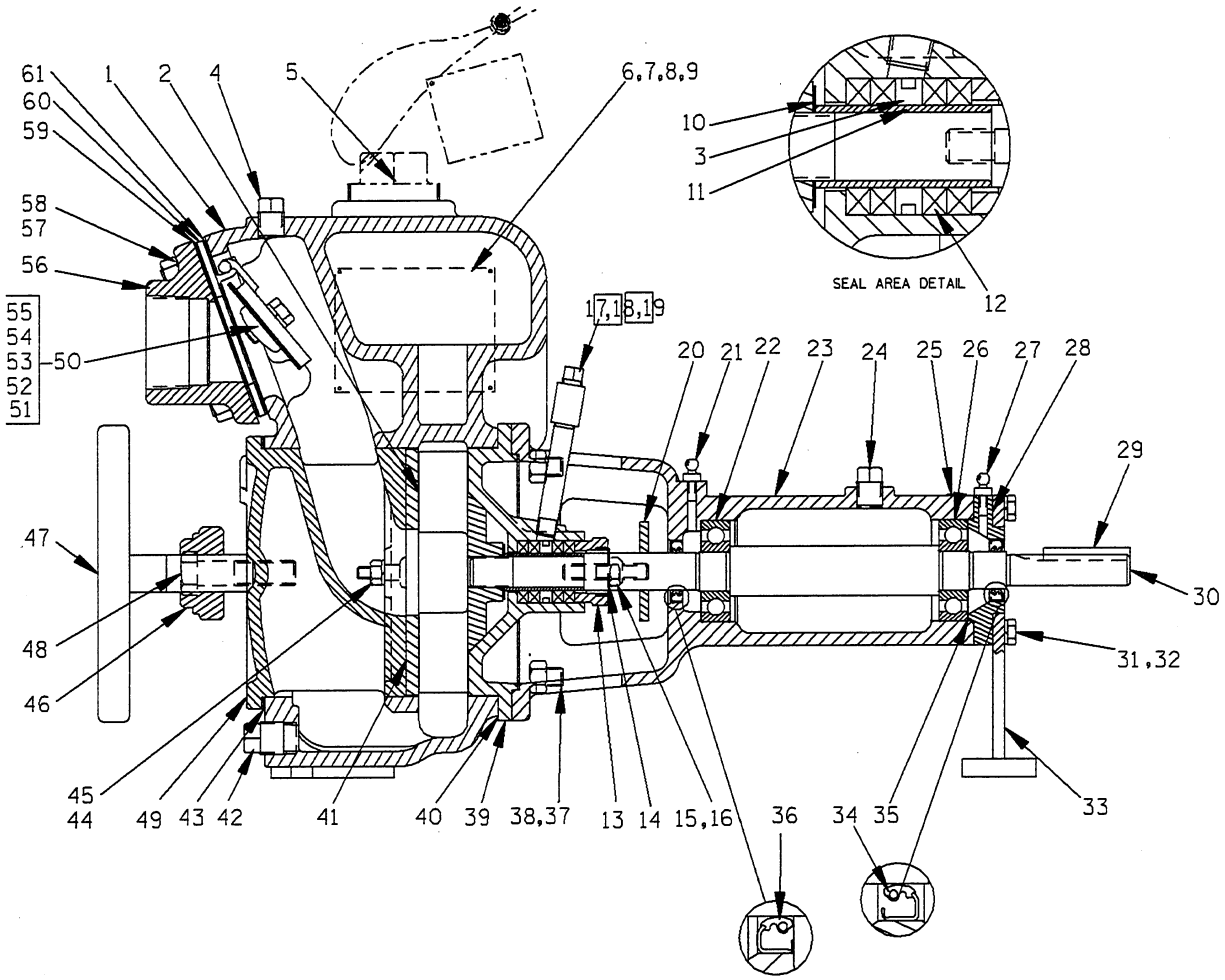

Figure 1. Pump Model 11 1/2A10–B
This pump requires little service due to its rugged, minimum-maintenance design. However, if it becomes necessary to inspect or replace the wearing parts, follow these instructions which are keyed to the sectional view(s) (see Figures 1 and 2) and the accompanying parts list(s).
Press the inboard oil seal (36) into the pedestal with the lip positioned as shown in Figure 1.
Press the outboard oil seal (34) into the bearing cap (28) with the lip positioned as shown in Figure 1.